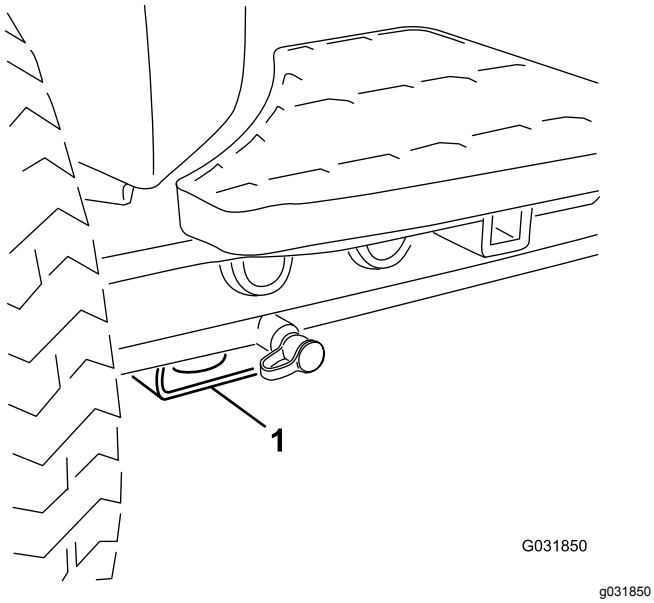

Figur 36
- Foran – rektangulær plate under akselrøret, innenfor hver av de fremre festepunktene (Figur 36).